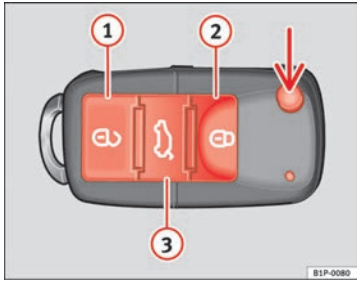

Fig. 42 Teclas de la llave con mando a distancia
Con la tecla ⇒ fig. 42 (flecha) del mando, se desbloquea el paletón de la llave.
Desbloqueo del vehículo ⇒ fig. 42 1.
Bloqueo del vehículo ⇒ fig. 42 2.
Desbloqueo del portón trasero. Pulse la tecla ⇒ fig. 42 3 hasta que todos los intermitentes del vehículo parpadeen brevemente. Al pulsar la tecla de desbloqueo 3, dispone de 2 minutos para abrir el portón. Una vez transcurrido este tiempo se bloqueará de nuevo.
– Pulse la tecla 🔒 (2) ⇒ página 80, fig. 42 del mando a distancia.
– Pulse la tecla 🔓 (1) ⇒ página 80, fig. 42 del mando a distancia.
Para cambiar el estado de bloqueo/desbloqueo, accione el pulsador o la tecla 1 ⇒ página 80, fig. 42 de la llave del mando a distancia.